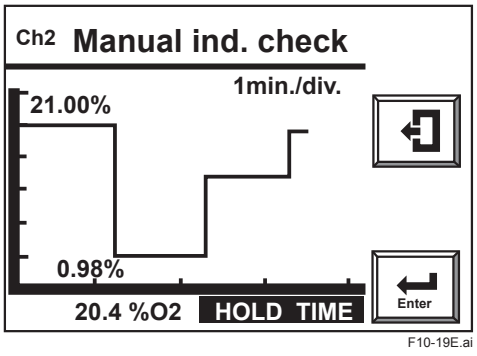

Figure 10.19 Hold Time
18) Select [End]. An oxygen concentration graph (Figure 10.19) is displayed and hold time begins. After the preset time has elapsed then the display reverts to channel select. If you touch the Enter key during hold time then hold time is skipped.